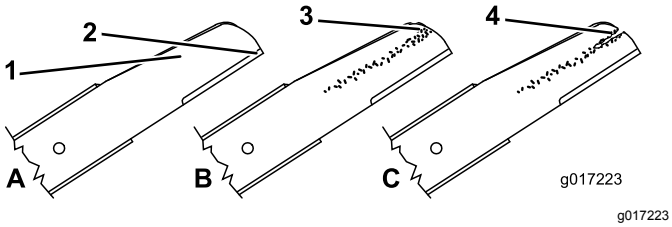

Figuur 41
1. Controleer de snijranden (Figuur 41). Als de randen niet scherp zijn of bramen vertonen, moet u de maaimessen verwijderen en slijpen of vervangen.
2. Controleer de messen zelf, met name het gebogen deel (Figuur 41). Als u beschadiging, slijtage of groefvorming in dit deel constateert, moet u het mes direct vervangen door een nieuw exemplaar.